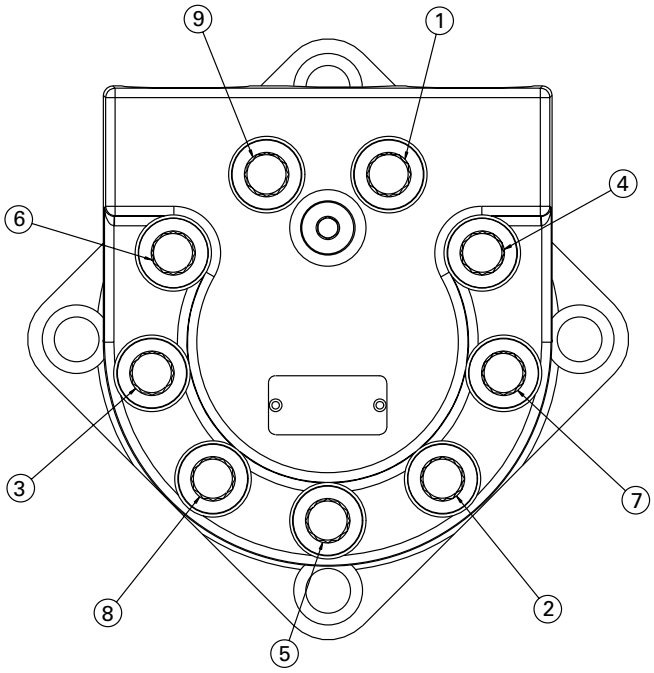

Figure 5
20. Install nice cap screws lubricated with DTE-26/DTE-24. Pre-torque each in a crisscross pattern (see Figure 5) to 60+/-10 lb-ft. Finally, in a crisscross pattern, tighten screws to 105+/-5 lb-ft.